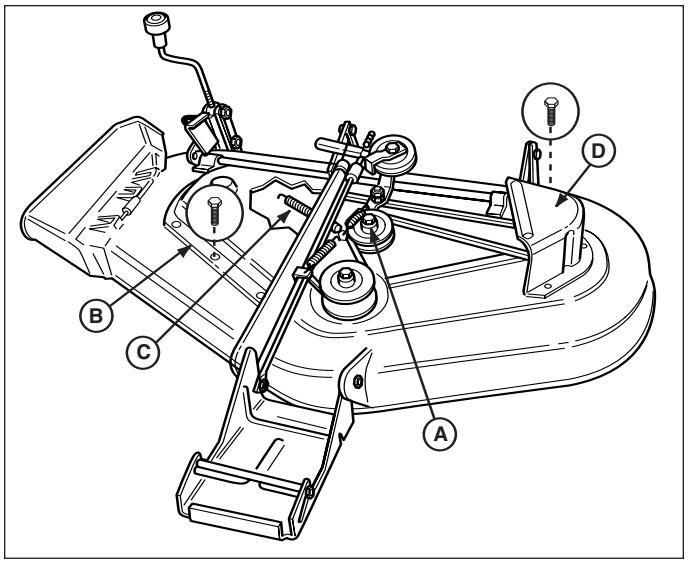

Figure 43. Mower Deck - 44" & 50” Mowers
3. Remove the capscrews securing the right-hand arbor cover (B, Figure 43). Remove three capscrews securing left-hand arbor cover (D).
4. Using a pair of locking pliers or a spring puller, remove the idler pulley spring (C, Figures 43) from slot in deck.
5. Loosen capscrew (A, Figure 43) securing the idler pulley to the bracket. The belt can now be slipped between the pulley and idler bracket hub.
7. Tighten the capscrew (A, Figure 43).
8. Reinstall spring (C, Figures 43) into its slot in mower deck.
9. Reinstall the left and right arbor covers (B and D, Figures 43).